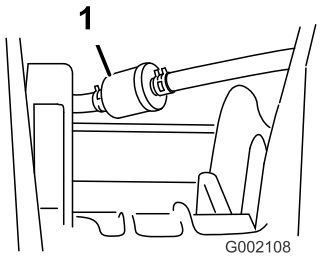

Figura 34
5. Rimuovete i dispositivi di fermo che fissano il filtro del carburante ai tubi di alimentazione (Figura 34).